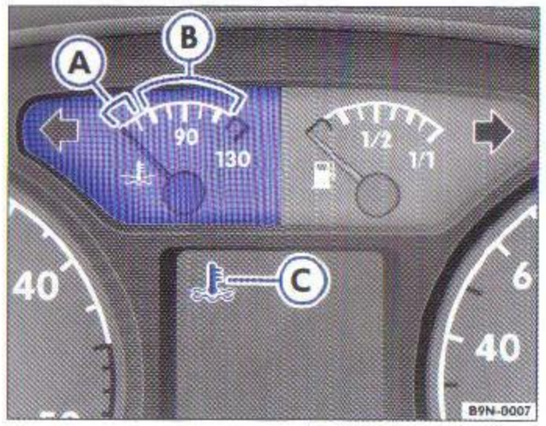

Fig. 2 Imagine din tabloul de instrumente: Indicatorul temperaturii lichidului de răcire
Evitați turațiile ridicate și nu solicitați motorul la sarcini ridicate ⇒ fig. 2.
La deplasarea normală, acul indicatorului trebuie să se afle în zona centrală a scalei. În cazul în care se solicită puternic motorul - în special când temperatura exterioară este ridicată - acul indicatorului poate devia spre dreapta. Acest lucru nu trebuie să vă îngrijoreze atâta timp cât lampa de avertizare ⇒ fig. 2 (C) nu se aprinde sau atât timp cât pe display[5] nu apare un text de avertizare.